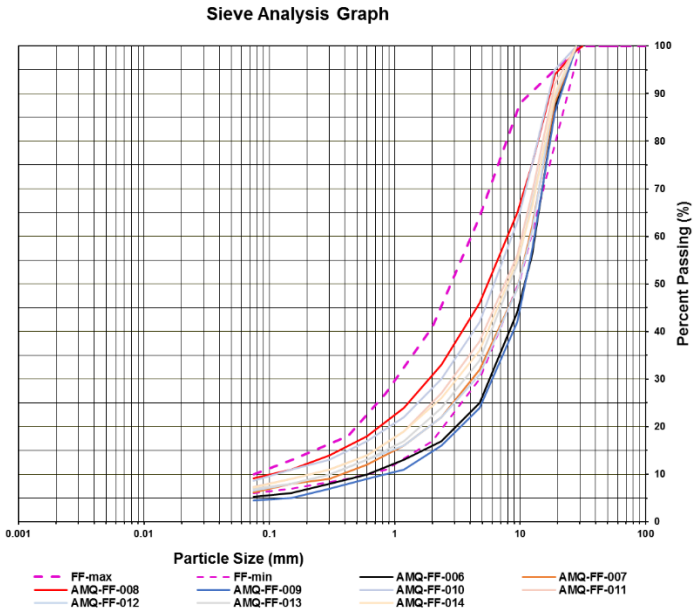

Figure 1: Summary of gradation test result of fine filter completed
- **Review of gradation test results completed by QC: summary of the gradation tests completed so far is shown in Figure 1. As shown in Figure 1, seven (7) out nine(9) sampled meet the specification. Even the two samples shows minor devation from the specification.**